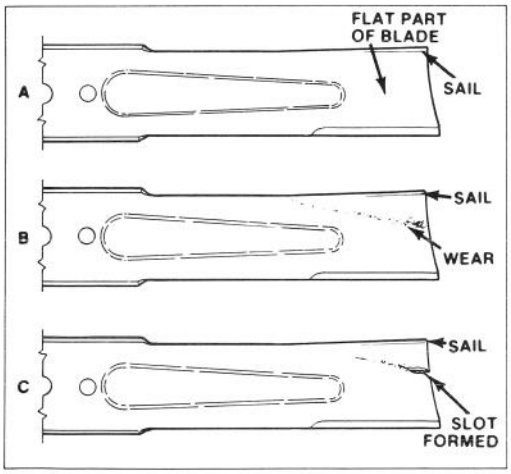

Figure 19
4. INSPECTING BLADE – Carefully examine blade for sharpness and wear, especially where flat and curved parts meet (Fig. 19). Since sand and abrasive material can wear away the metal that connects the flat and curved parts of the blade, check blade before using the mower. If a slot or wear is noticed (Fig. 19B & C), replace blade. Refer to step 5.